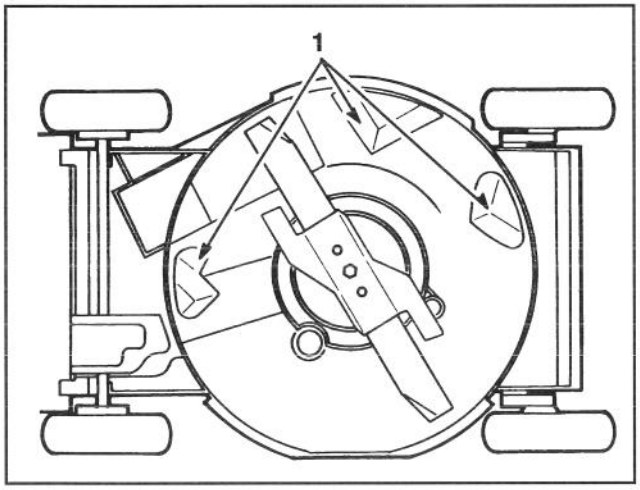

Abb. 29
Halten Sie die Unterseite des Mähergehäuses stets sauber. Vor allem sind die Umlenkbleche auf der Unterseite des Mähergehäuses von Verunreinigungen freizuhalten (Abb. 29).
6. Den Mäher auf die linke Seite kippen (Abb. 29). Drehen des Messers vermeiden, da das zu Startproblemen führen könnte.